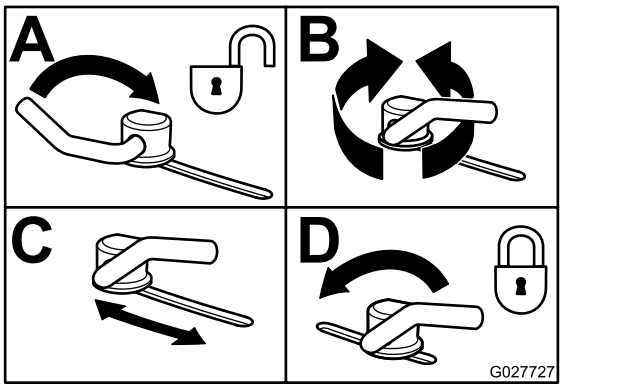

Figur 33
3. Knastlåsene justeres ved at svinge grebet op, så knastlåsen løsnes (Figur 33).
5. Sving grebet tilbage for at stramme skærm og knastlåse (Figur 33).